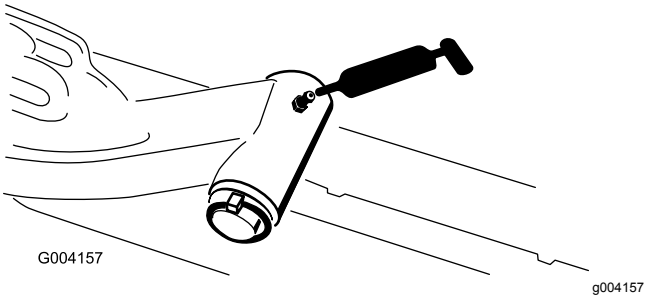

Figur 50
- Lyftarmens svängaxel (1 var) (Figur 50)